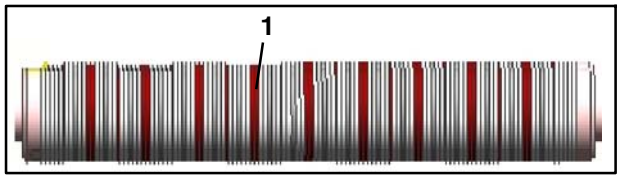
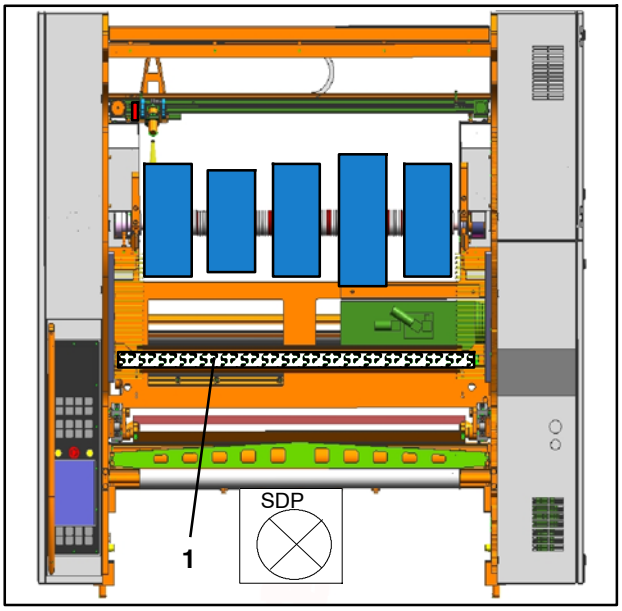

Fig. 198 Arbre à friction
Fig. 199 Vue dans le sens de défilement
18. Ajuster le mandrin dans l'axe horizontal en utilisant les bagues de couleur de l'arbre à friction (Fig. 198/1) et/ou la règle (Fig. 199/1) comme repères